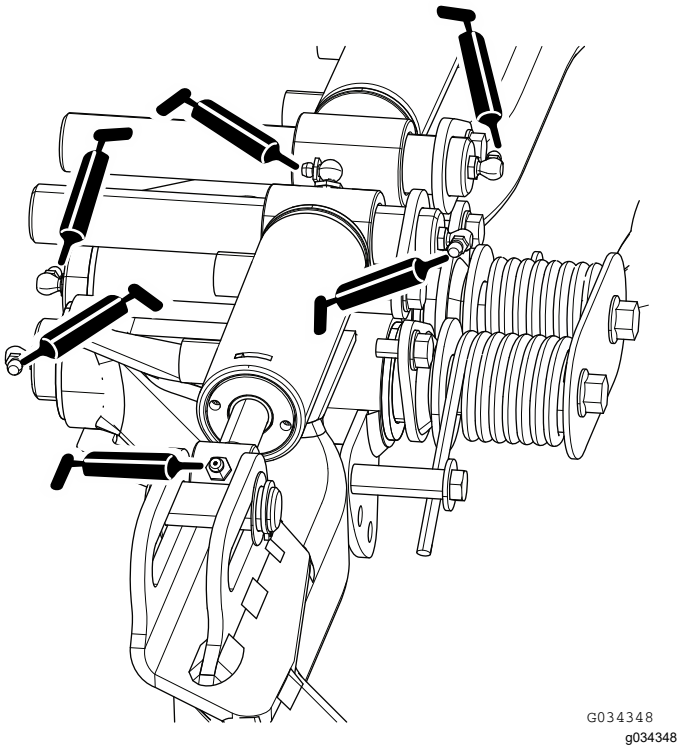

Figur 50
- Bageste løftearms drejetapper og løftecylindere (4 hver). Se Figur 50.